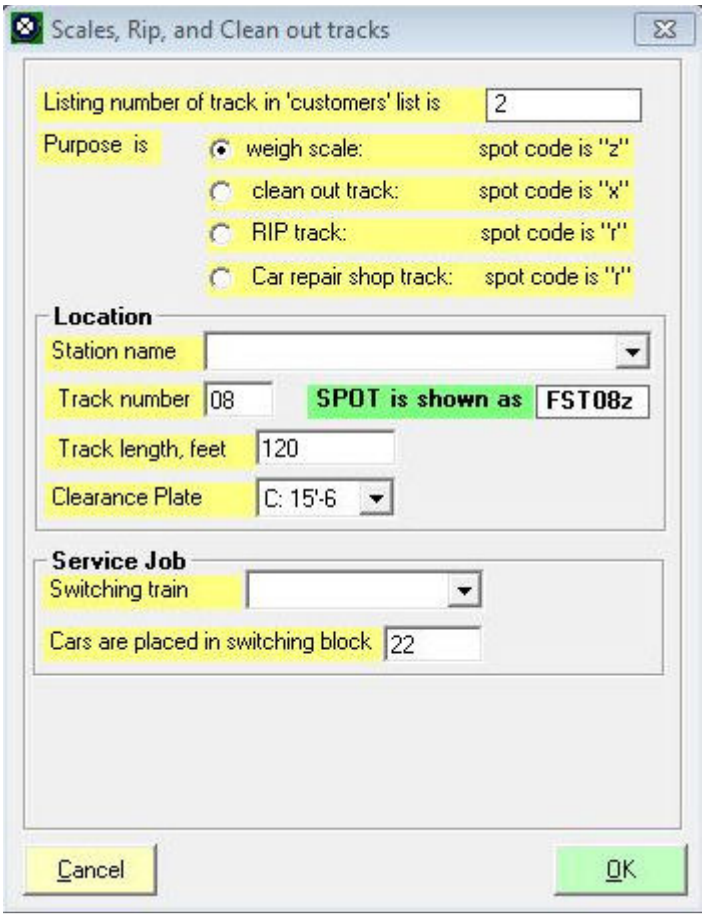

Figure 6-13
1. Double-click on the second customer, the weigh scale. You'll see the window shown in Figure 6-13.